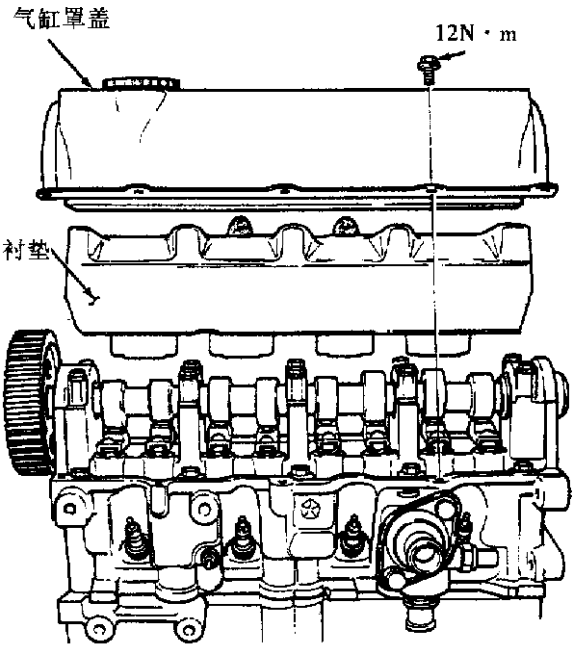

图 3－23　气缸罩盖和衬垫
②从气缸盖上拆去气缸罩盖和气缸罩盖衬垫，不要放错橡胶缓冲块的位置。
(3)气缸罩盖衬垫的安装。首先安装位于凸轮塔顶上与气缸罩盖底紧贴的排气歧管侧的衬垫，然后将另一侧分配器压入下面的气缸头接合面的位置。气缸罩盖衬垫保持在橡胶缓冲块的位置中(见图 3－22)。